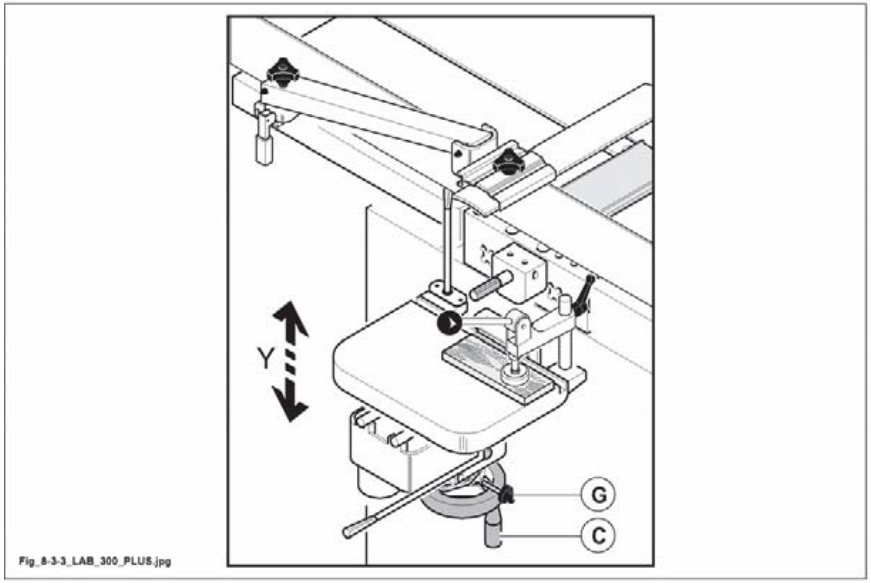

Abb. 8.3-3
- Den Tisch mit dem Hilfsrad (C Abb. 8.3-3); in der Höhe positionieren, die Position mit dem Griff (G Abb. 8.3-3) (fs_8-3-3_0.0) arretieren.